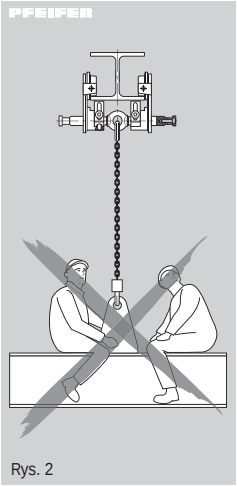

Rys. 2
- Zabronione jest wykorzystywanie wózka do transportu osób (Rys. 2).